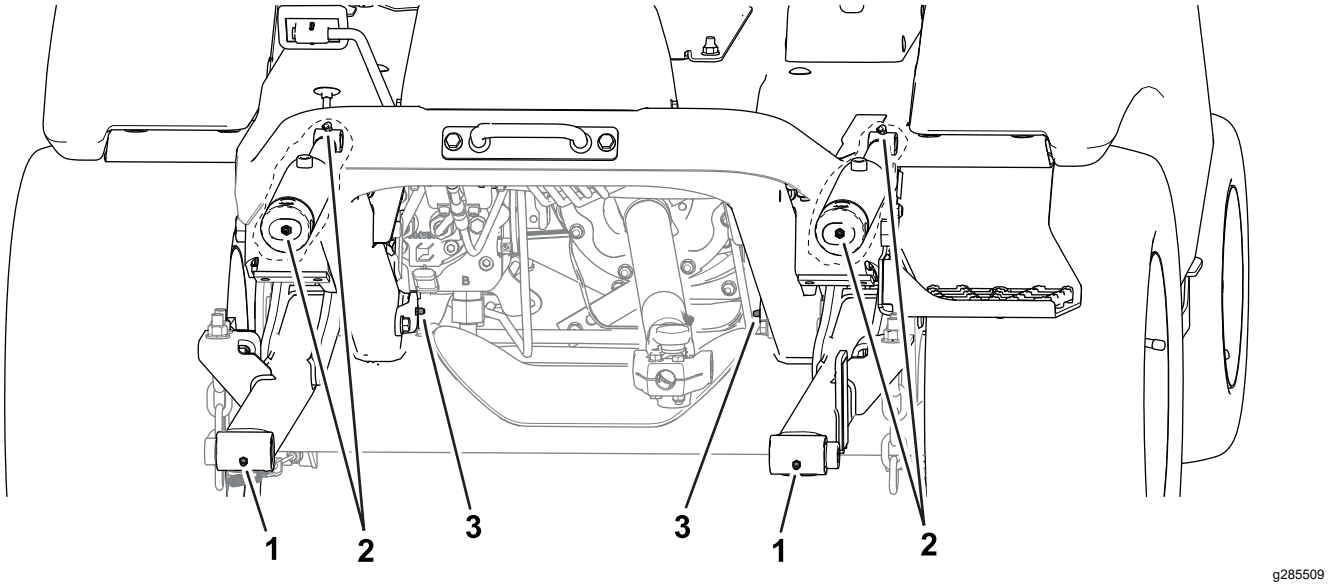

**Figuur 50**
- **Voorzijde van de machine** (Figuur 50):
- Scharnierbussen van werktuig (2)
- Lagerbussen van hefcilinder (2)
- Draaipennen van hefarm (2)